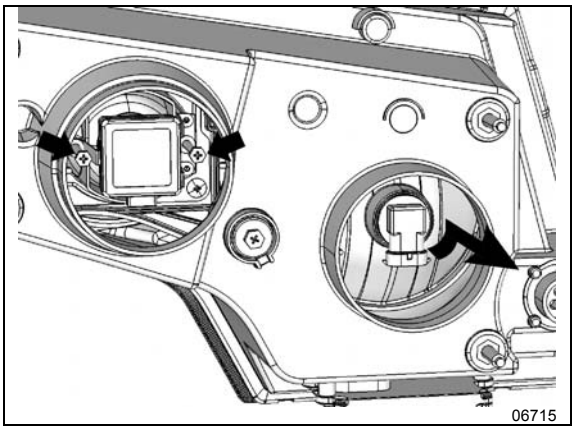

FIGURE 25: HEADLIGHT ASSEMBLY REAR VIEW
5. HALOGEN: turn the bulb base counterclockwise. XENON: Unscrew the Phillips head screws indicated by arrows, pull the retainer and bulb out (**FIGURE 25**).